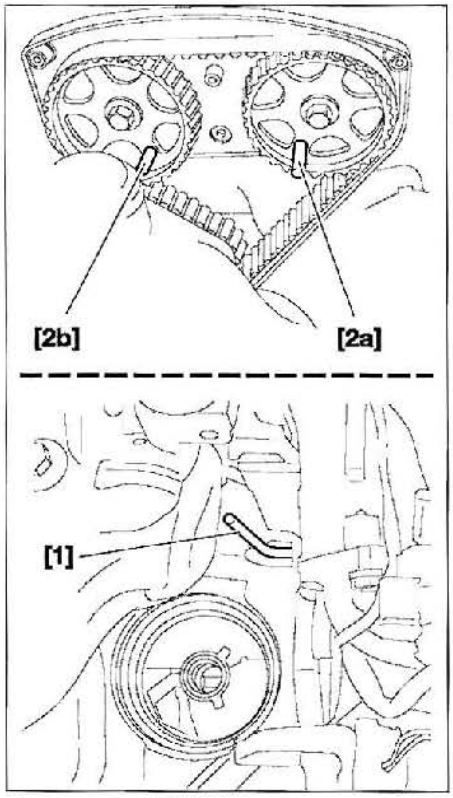

FIG. 13
- Girar el motor en el sentido normal de rotación por el tornillo de rueda dentada de cigüeñal o por la rueda delantera en su sitio, relación de 4ª ó 5ª seleccionada, para poder introducir un pasador (1) de 6 mm de diámetro (ref. 4507-T.A.)**(Fig.13)** dentro del volante motor, a través del bloque motor.